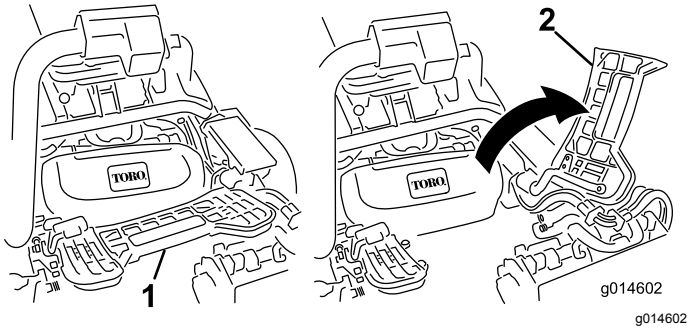

Figuur 48
2. Klap de voetsteun omhoog zodat u bij het middelste maaidek kunt (Figuur 48).